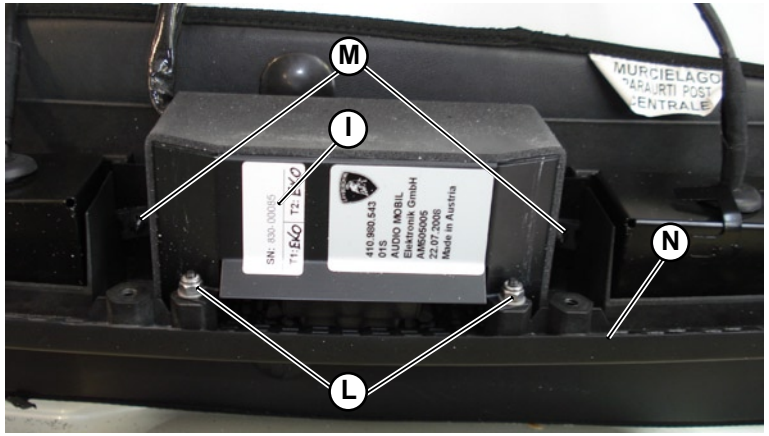

Fig.6
7. Ass shown in the picture beside, fix the camera module (**I-Fig.6**) on the new rear central grid (**L-Fig.6**) supplied with the kit. Two fixing point of the camera module (**M-Fig.6**) are the same used to the licence plate lamps; in the other two fixing points (**N-Fig.6**) it is necessary to use the new screws, the washers and the bolts supplied with the kit.